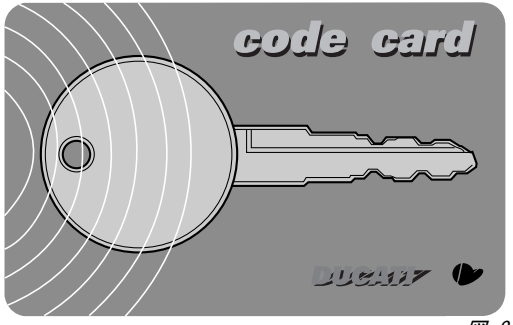
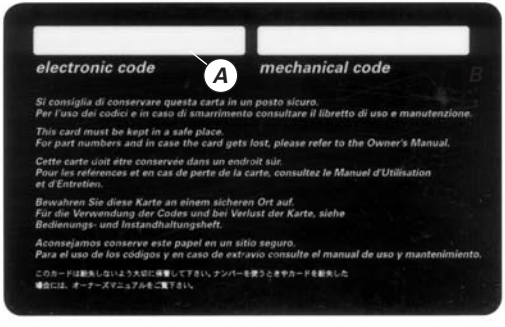

図 8
図 9
*キーには以下が記載されたコードカード（図 8）が付属しています。電子コード（A、図 9）は、イグニッションキーを **ON** にしてもモーターサイクルが始動しないなど、エンジンの作動のブロック時に使用します。*